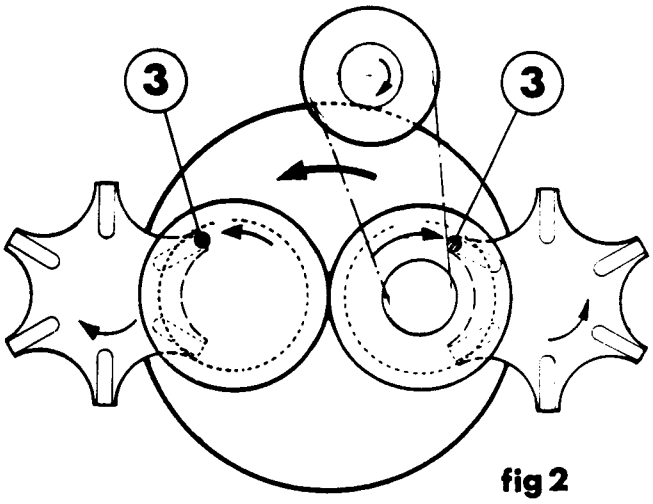
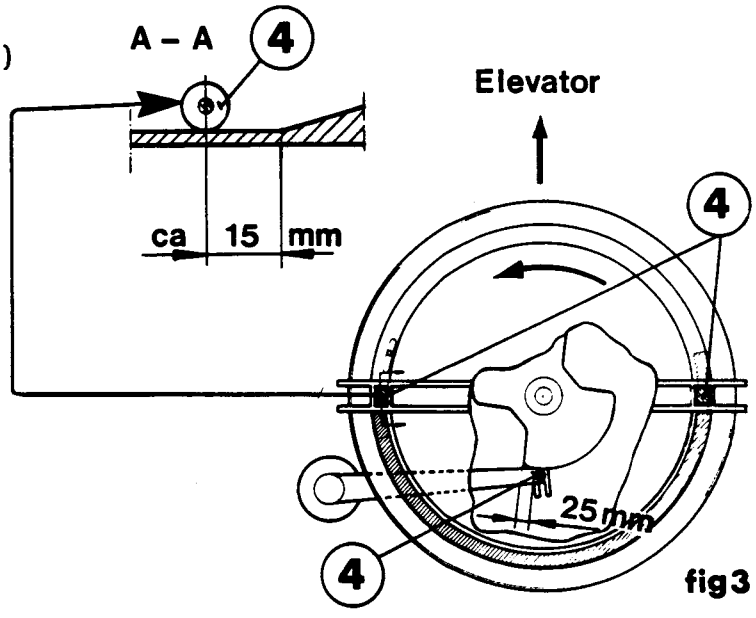
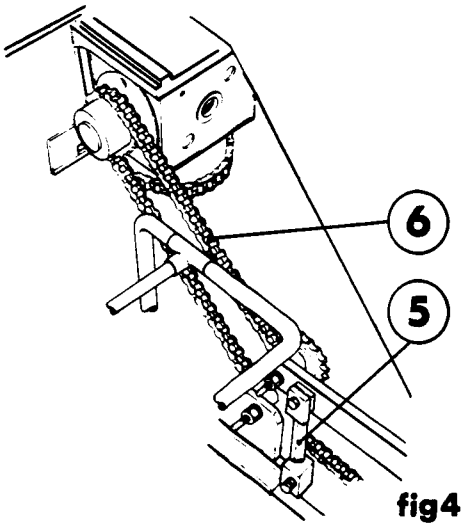
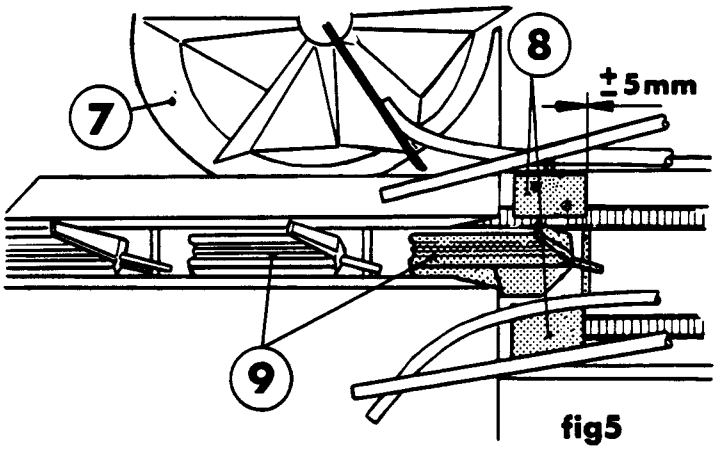

fig 2
fig3
fig4
fig5
Fit the elevator chain so that the centre of a round axle is in line with the chain guide. Tolerance ± 5 mm, see fig 5. Tension the elevator chain with the chain tensioner and lock with the nut.
Check the position of the cam rollers (3), as shown in fig 2. Check the bearings (4) of the cam wheel unit, see fig 3, before the drive chain (6) is fitted, see fig 4.
When a scoop is in the position shown in fig 5, the collection unit (7) should start turning. If not, loosen the nut (5), fig 4, and reposition the driving chain (6) one tooth forward if the bowl moves too early, and one tooth backwards if it moves too late. Tension the chain again.
The rear axle of the scoop should be shifted forwards two chain links (= three chain rollers) from the position shown in fig 5.